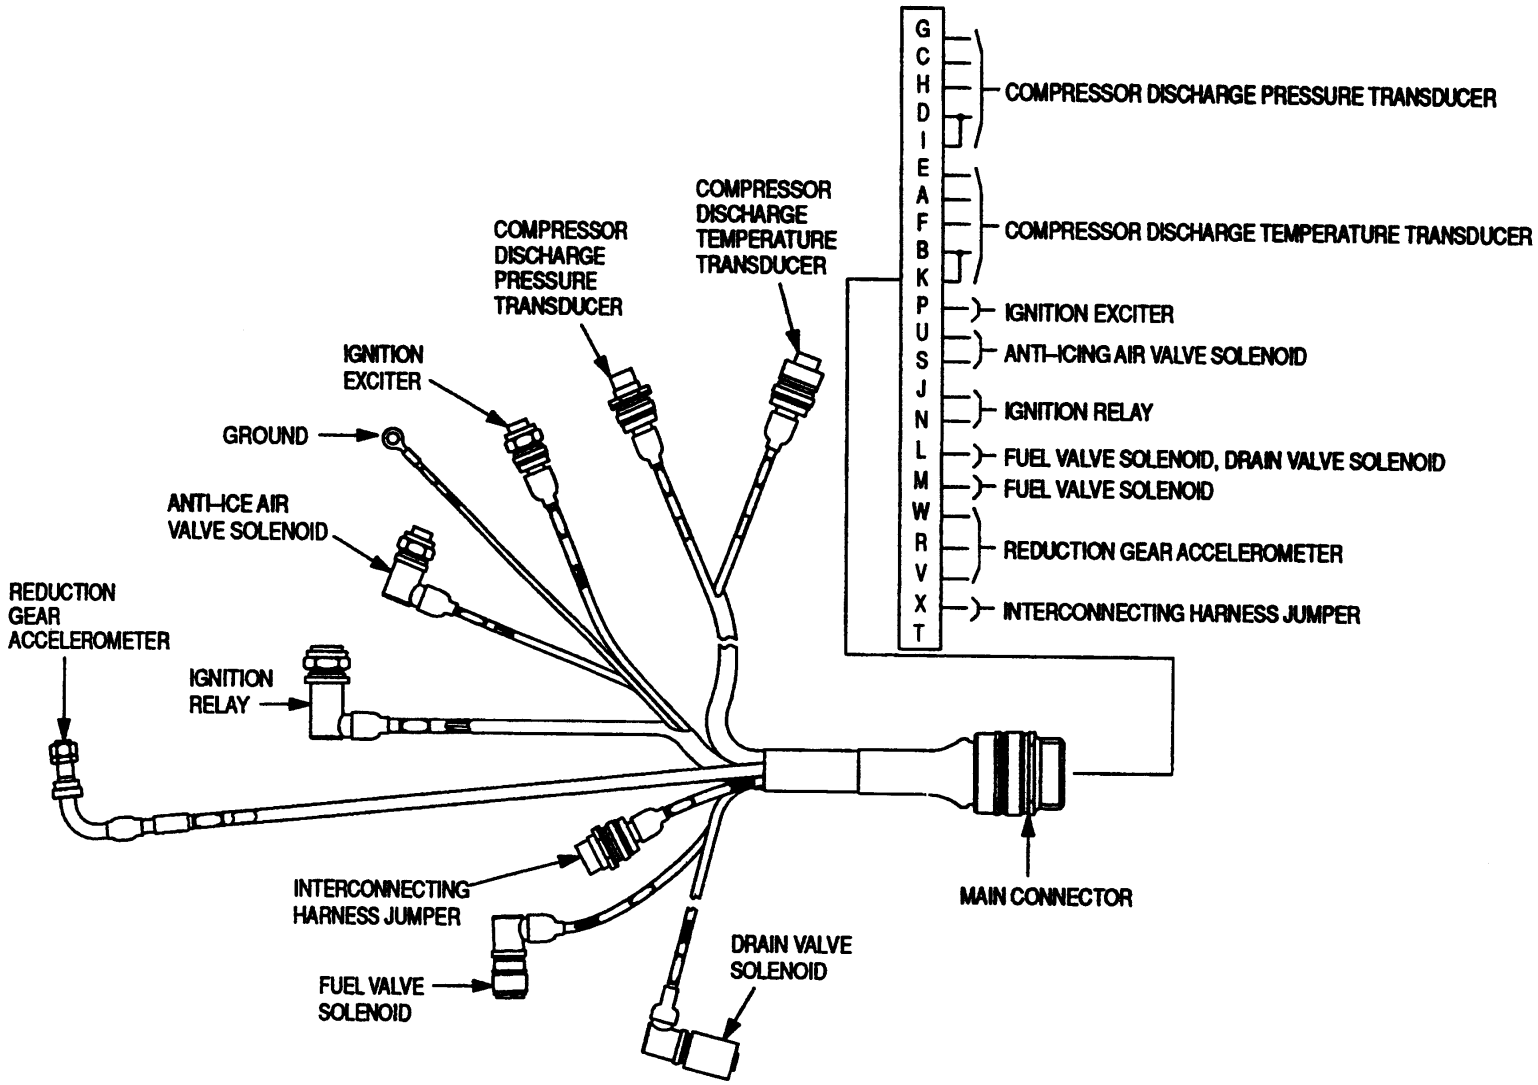

Figure 2. Left Hand Wiring Harness Assembly
12. The wiring harnesses and cables connect to the engine mounted electrical components and terminate at three points for test cell connections. (See figures 2, 3 and 4.)